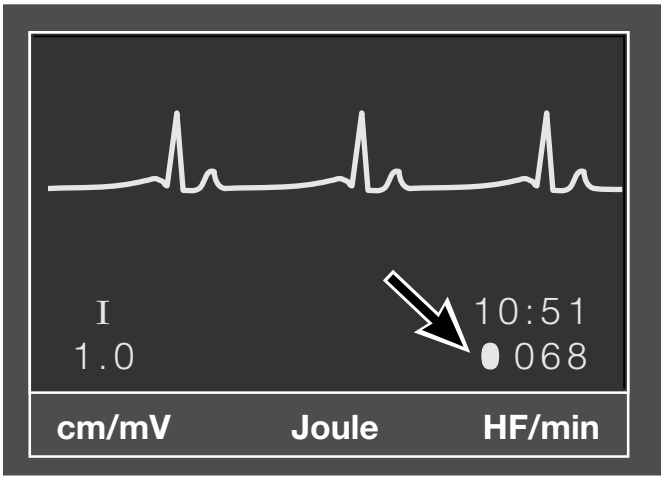

Bild 6-2. „Systolenblinker“
- Achten Sie darauf, daß mit jedem QRS-Komplex der Systolenton ertönt (mit Taste einschalten) und der „Systolenblinker“ im Bildschirm zu sehen ist (Bild 6-2).